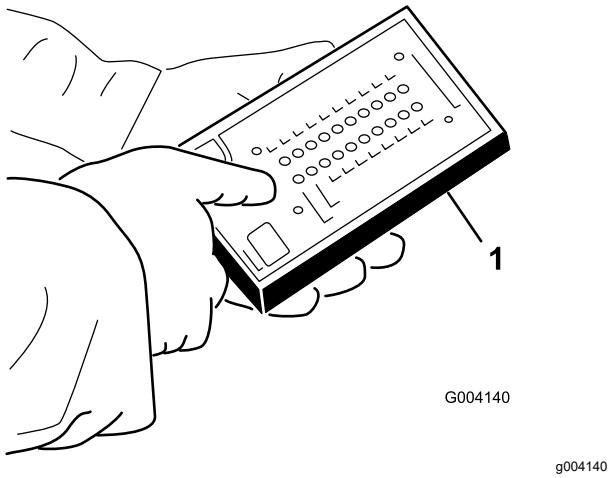

Figuur 39
5. Bevestig de stekker van de Diagnostische ACE aan de connector van de kabelboom (Figuur 39).